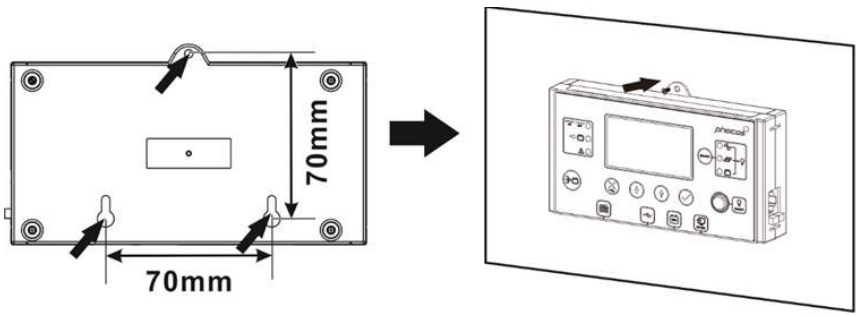

Fig. 12: Ubicaciones de orificios de montaje de pantalla remota
5. Taladre los tres orificios de montaje en las distancias marcadas de 70 mm, 2.76 pulgadas entre sí (**Fig. 12**, **izquierda**). Use tornillos de 4 diámetros tamaño no. M3. Las cabezas de los tornillos deben estar entre 5 ~ 7 mm, 0.2 ~ 0.3 in. Atornille los dos tornillos inferiores en la pared donde se va a montar el módulo de visualización y deje que las cabezas de los tornillos sobresalgan 2 mm, 0.08 pulg. De la pared. Deslice la pantalla hacia abajo sobre las cabezas de los tornillos que sobresalen. Ahora inserte y apriete el tercer tornillo en la parte superior (**Fig. 12**, **derecha**).